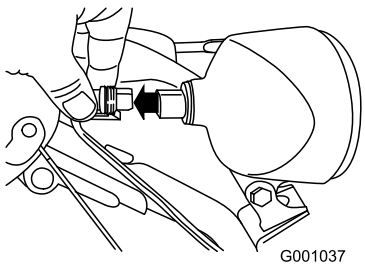

Figur 54
1. Fjern ledningsstikket bag på forlygten (Figur 54).